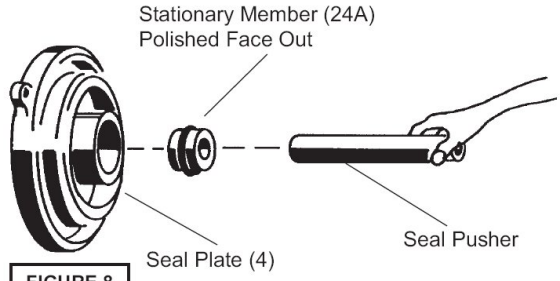

FIGURE 8
Clean and oil seal cavities in seal plate (4). Lightly oil **(DO NOT use grease)** outer surface of stationary member (24a). Press stationary member (24a) firmly into seal plate (4), using a seal pusher. Nothing but the seal pusher is to come in contact with seal face (see Figure 8). Make sure the stationary member is in straight. Slide a bullet over motor shaft.